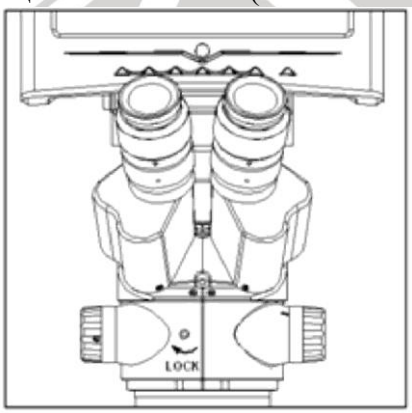

Рис.4.
- При проведении наблюдений через окуляры, вращая ручки увеличения изображения, добейтесь необходимой степени увеличения и заблокируйте изменение увеличения с помощью специального винта (как показано стрелкой на Рис. 4).